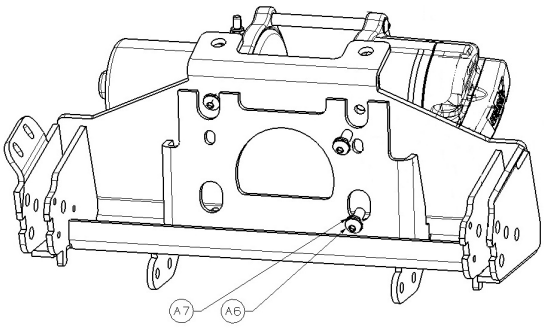

Figure 3
5. Mount winch to plow mount (A1) as shown in figure 3 using button head fasteners (B6, B7).